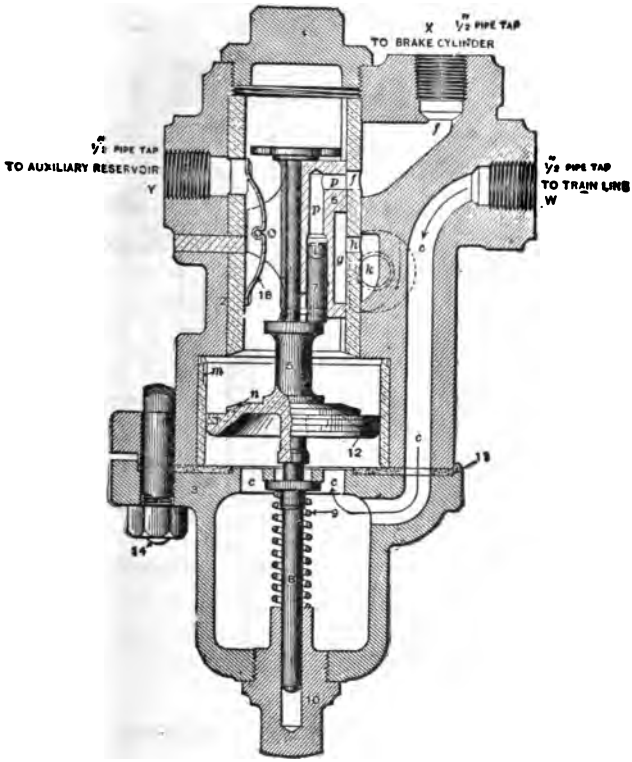

FIG. 2.—PLAIN TRIPLE VALVE, SERVICE POSITION.
A. Because, as shown in Figs. 2, 3 and 4, the handle 15 and plug 13 are no longer used. The cut-out cock is now placed in the crossover pipe.
A. Until the projecting stem of the piston strikes the stem 8 held by the graduating spring 9 (Fig. 2).
A. The auxiliary pressure once more being greater than that in the brake-pipe forces the triple piston down until it is again stopped by the graduating post. This movement is just sufficient to unseat the graduating valve the slide valve remaining where it was with its service port *p* (Fig. 2) in front of that to the brake cylinder. About the same amount of air pressure passes from the auxiliary to the cylinder that was taken from the brake-pipe and the piston once more having a trifle more pressure on the brake-pipe than on the auxiliary side moves back sufficiently to seat the graduating valve.